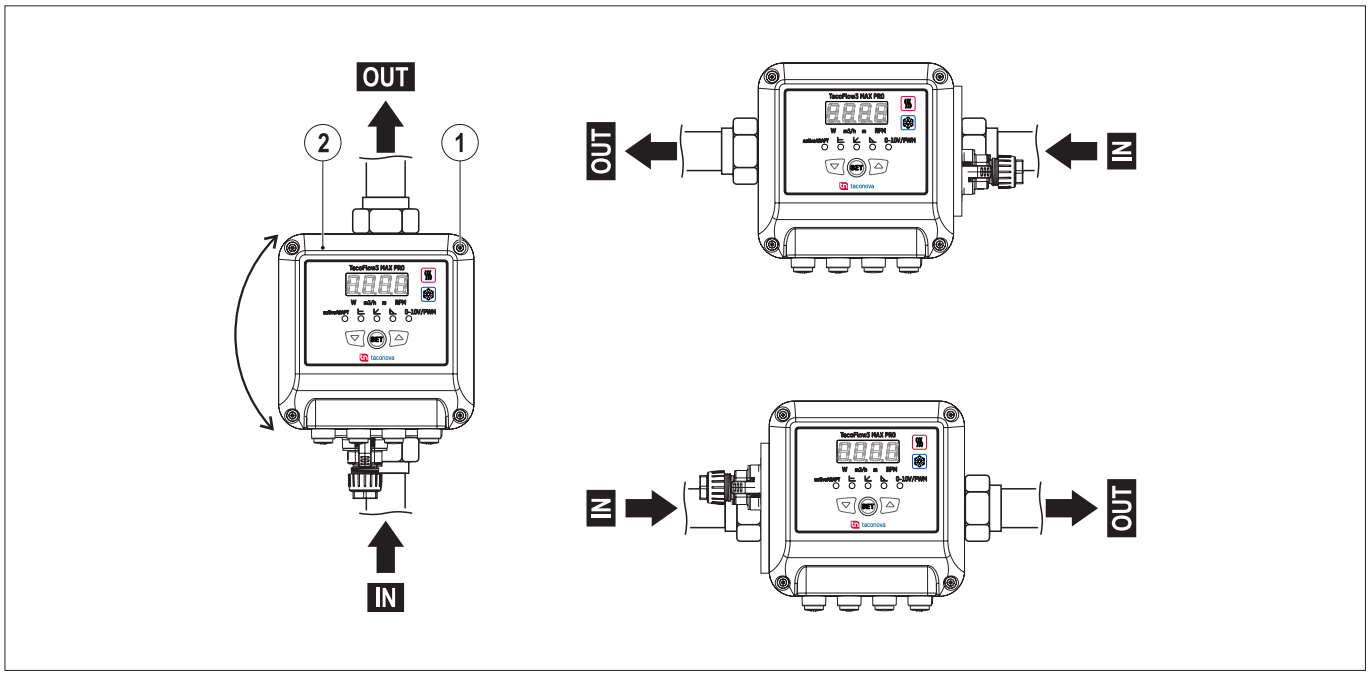

ABB. 8 *(Positionen des Motorgehäuses)*
DAS MOTORGEHÄUSE KANN IN DIE IN **ABB. 8** ANGEZEIGTE POSITION GEDREHT WERDEN.
1) Die vier Schrauben der Motorabdeckung lösen und entfernen **(ABB. 8 - Punkt 1)**
2) Die Motorabdeckung **(ABB. 8 - Punkt 2)** in die gewünschte Position drehen, ohne sie vom Gehäuse der Umwälzpumpe zu entfernen.